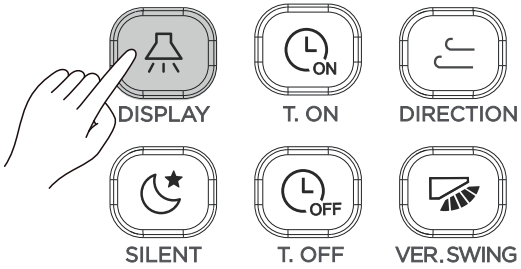

Rysunek 3.13
1) W trybie włączonego lub wyłączonego pilota, naciśnij przycisk (patrz Rysunek 3.13), wyświetlacz na panelu jednostki wewnętrznej zapali się.